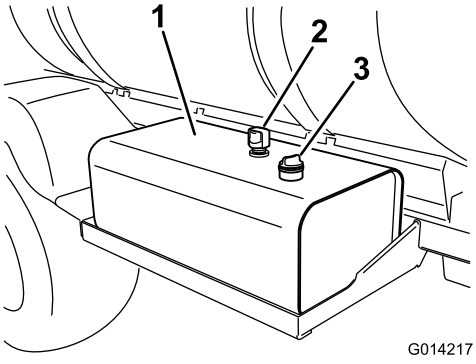

Рисунок 107
2. Очистите зону вокруг крышки гидравлического бака с масломерным щупом и снимите ее (Рисунок 107).